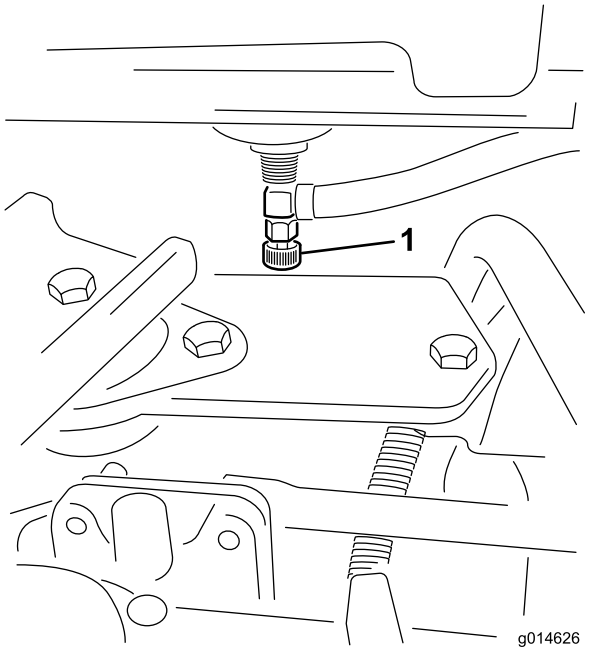

**Figur 47**
1. Stäng bränslekranen (Figur 47) under bränsletanken.